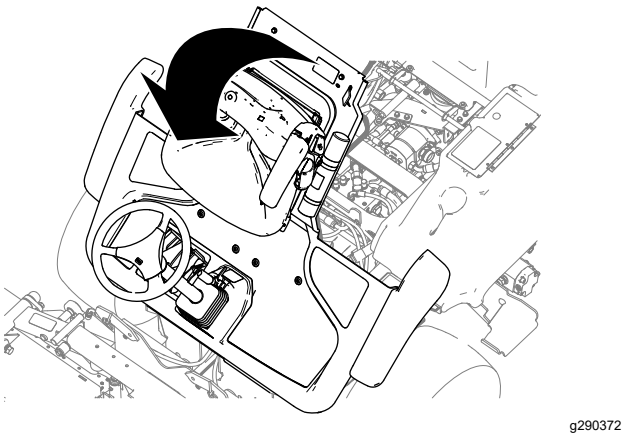

Рисунок 49
2. Поднимите платформу (Рисунок 49).